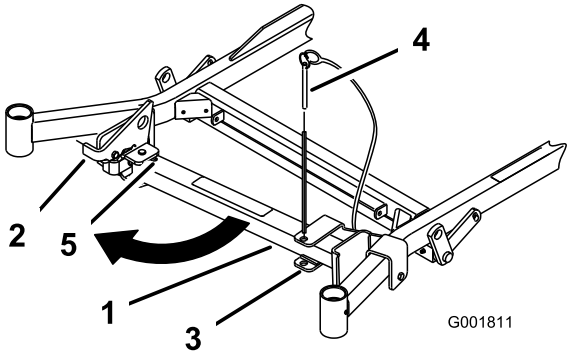
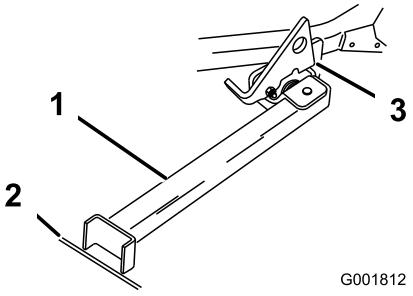

Figur 27
Figur 28
2. Ta bort fästpinnen (Figur 27).
3. Höj spärrhaken. För stativets fot utåt och skjut stativet mot maskinen, in i spårets botten (Figur 27 och Figur 28).
4. Sätt stativets fot på marken och låt spärrhaken vila på den vridbara fliken (Figur 28).
Obs: För bästa resultat ska du sätta stativfoten i fåror på underlaget eller sticka ned den i gräsmattan (Figur 28).
6. Kör upp på stativet. Stanna när spärrhaken faller ned över fliken i det låsta läget (Figur 28). När maskinen står på stativet lägger du i parkeringsbromsen och stänger av motorn.
5. Återställ stativet till viloläget (Figur 27).